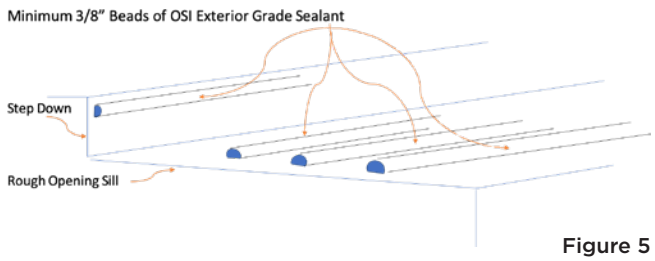

Figure 5
11. Once the Sill Pan Flashing has been applied, apply a minimum of (3) ⅜" beads of OSI Quad Max sealant or better to the bottom of the Sill Pan and at both ends. Carefully center sill pan left and right in the opening with the drainage holes facing to the exterior. See **Figure 5**.